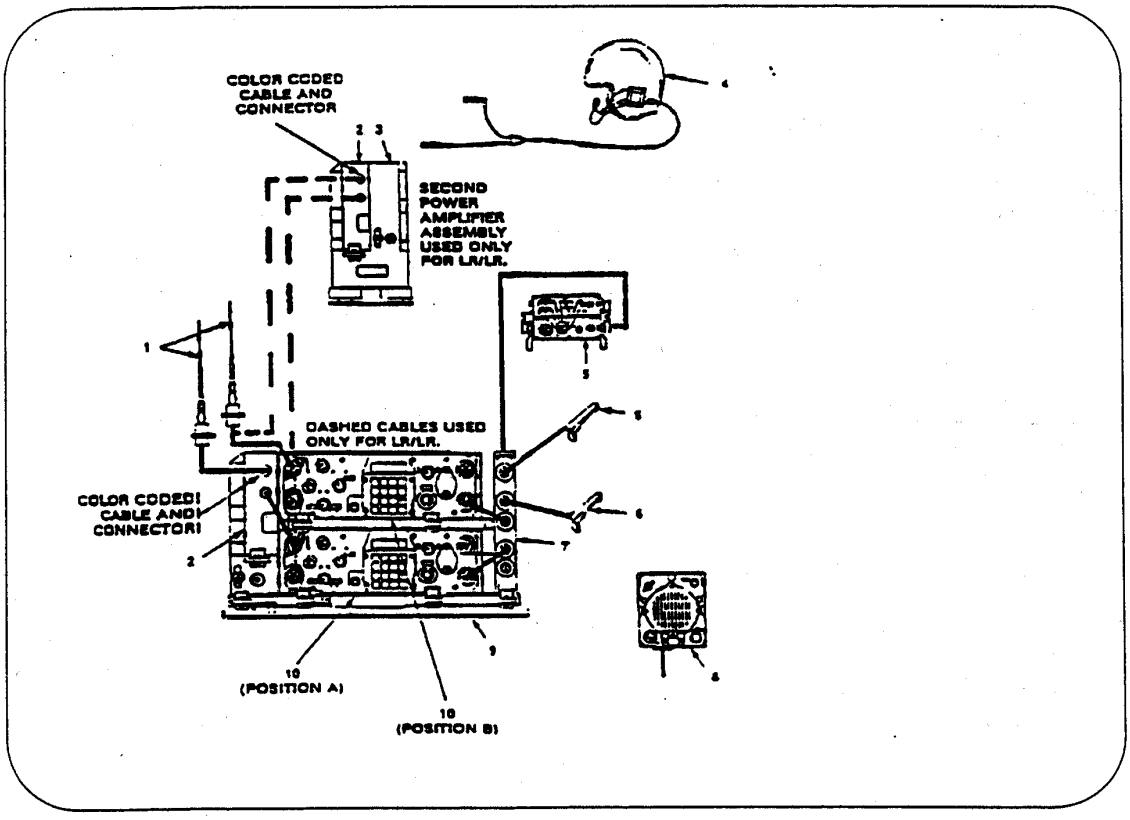

Figure 6 AN/VRC-89A .
d. AN/VRC-89A. The ANNRC-89A is the vehicular mounted. long, range/short range. secure voice. VHF communications configuration. See Figure 6. It is comprised of:
(1) AS-3900 (2)
(2) AM- 7238/VRC (power amplifier)
(3) N/A
(4) CVC Helmet
(5) C-11291A/VRC
(6) H-250 (2)
(7) AM-7239/VRC
(8) LS-671 /U
(9) MT-6352
(10) RT-1523(C)/U (2)